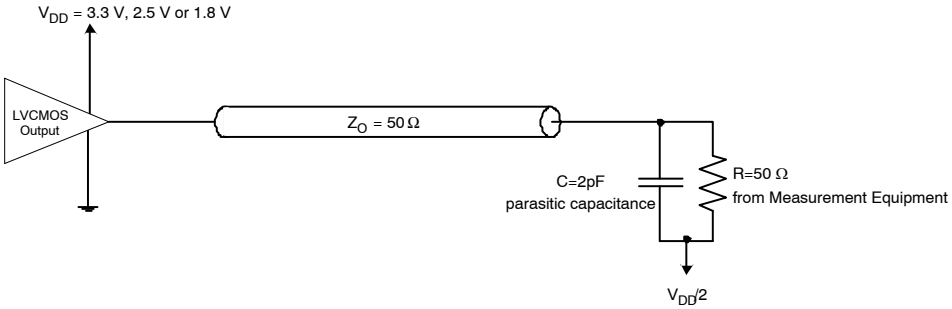

Figure 2. Test Load Circuit
5. All typical values are at respective nominal V_{DD}. For switching characteristics, outputs are terminated to 50 Ω to $V_{DD}/2$ (see Figure 2).